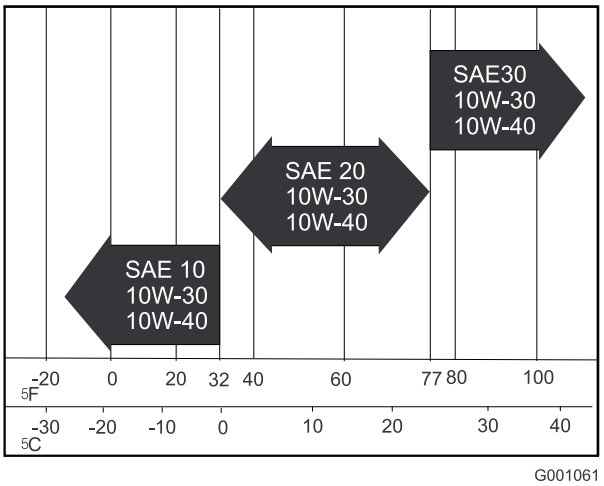

**Figur 43**
**Motoroljans viskositet:** Välj viskositet för motoroljan i enlighet med omgivningstemperaturen – se tabellen i Figur 43.